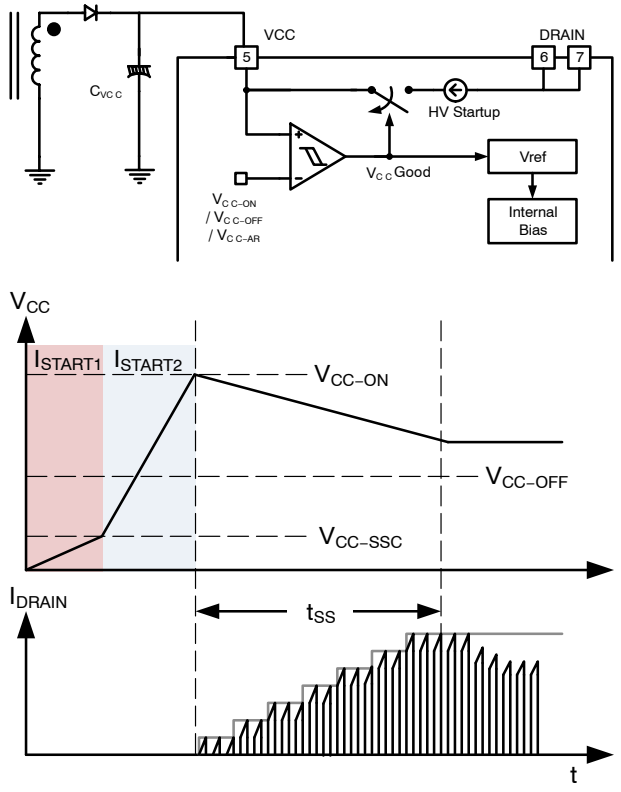

Figure 31. HV Startup Circuit and Soft Start
At startup, an internal high−voltage(HV) startup circuit connecting the DRAIN pin supplies a constant startup current to internal circuits while charging the rest of current the external capacitor C_{VCC} as shown in Figure 31. While V_{CC} is lower than V_{CC-SSC}, the startup charging current is as small as ISTART1 to avoid NCP1118x damage when V_{CC} is shorted to the ground. Whereas, once V_{CC} exceeds V_{CC-SSC}, the startup charging current becomes I_{START2}, which allows being fast startup.